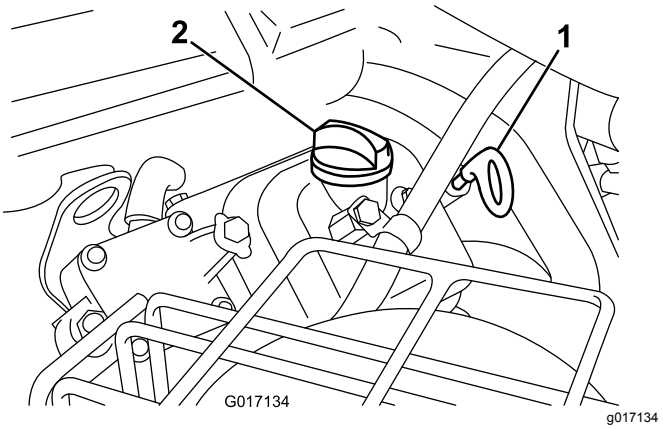

Figura 41
3. Inserite l'asta di livello nel relativo tubo e avvitatela nel tubo (Figura 41).